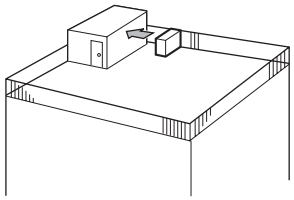

Fig. 2-3
① Coloque la salida de aire de frente a la pared más próxima a una distancia de unos 500 mm, 19-11/16 inch de ella. (Fig. 2-3)